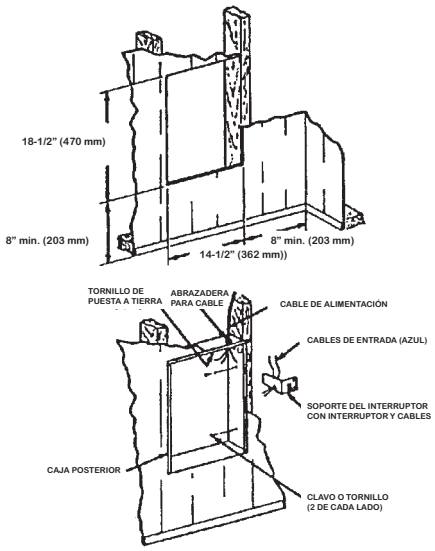

Figura 2: Instalación empotrada de la caja posterior en una construcción existente
1. Practique un hueco de 14-1/2" (362 mm) de ancho por 18-1/2" (470 mm) de alto en la pared a la altura de montaje deseada, separado a no menos de 8" (203 mm) de la pared adyacente o del piso (vea la figura 2).